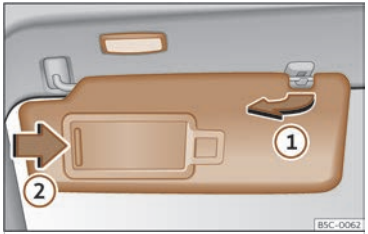

Fig. 115 Sun visor
- The sun visor can be pulled out of its mounting and turned towards the door ››› **Fig. 115** ①.